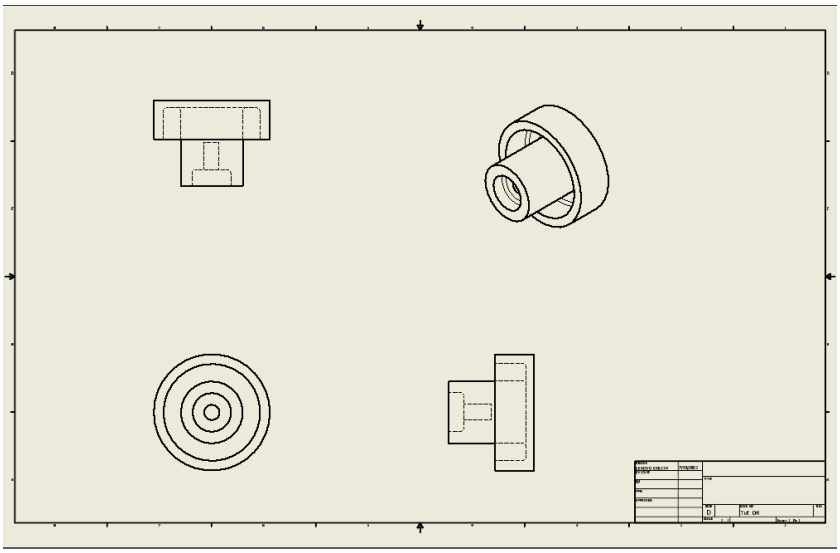

Figure 2-108 *Drawing sheet after generating the drawing views*
5. Similarly, taking the front view as the parent view, generate the drawing of right-side view and the isometric view, as shown in Figure 2-108.